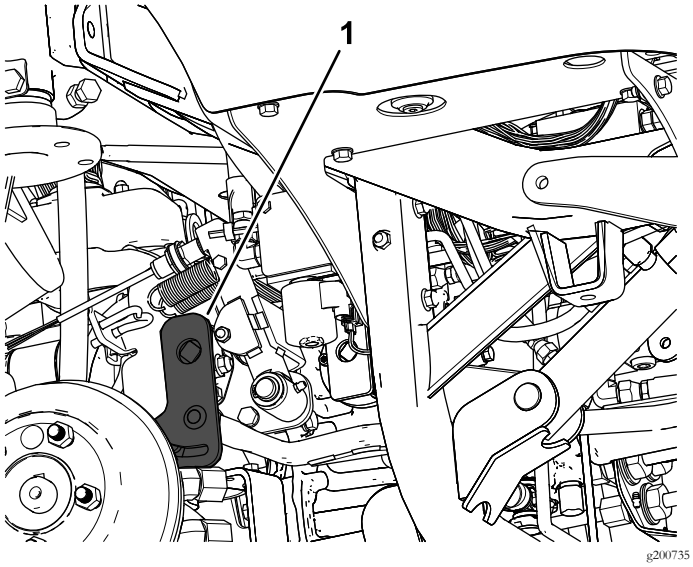

**Bild 4**
1. Ermitteln und entfernen Sie den Fahrantriebshebel-Arm (Bild 4).